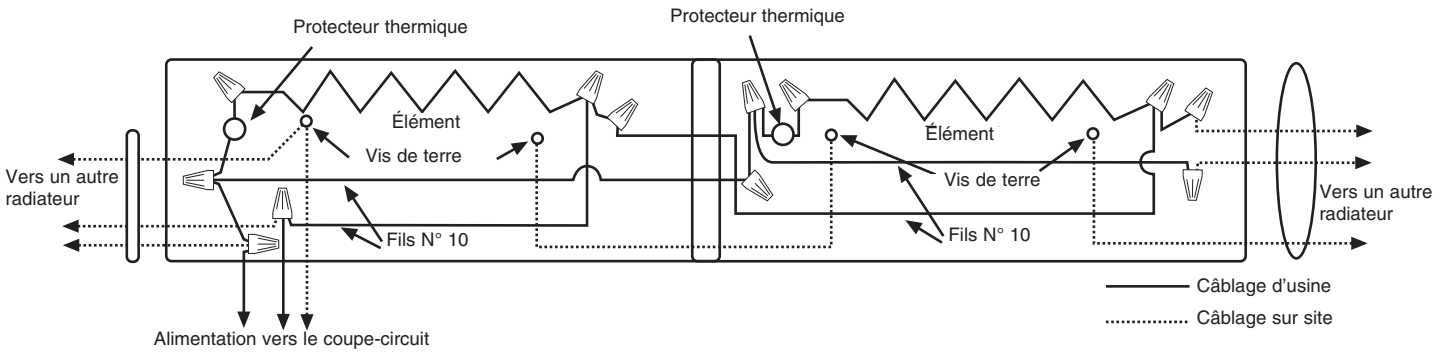

Fig. 7
9. En suivant le schéma de câblage fixé sur le radiateur, effectuez les raccordements électriques. Référez-vous à la Figure 7 pour le branchement en parallèle avec d'autres radiateurs. La mise à la terre des autres radiateurs se fait en branchant un cavalier (non fourni) entre les deux radiateurs adjacents.
REMARQUE IMPORTANTE : Ces radiateurs sont fournis avec un limiteur de sécurité intégré (protecteur thermique – voyez la Figure 7) pour couper automatiquement le radiateur s'il est obstrué ou entre en surchauffe suit à une condition anormale; En fonctionnement normal, les radiateurs ne doivent pas subir de coupure par ce dispositif de sécurité. Si cela se produisait, vérifiez l'installation du radiateur pour vous assurer que des écartements adéquats sont respectés et que la libre circulation de l'air autour du radiateur n'est pas entravée. Si le radiateur continue d'avoir des coupures par le dispositif de sécurité, cessez de l'utiliser avant qu'il ait été inspecté et/ou réparé par un électricien qualifié.